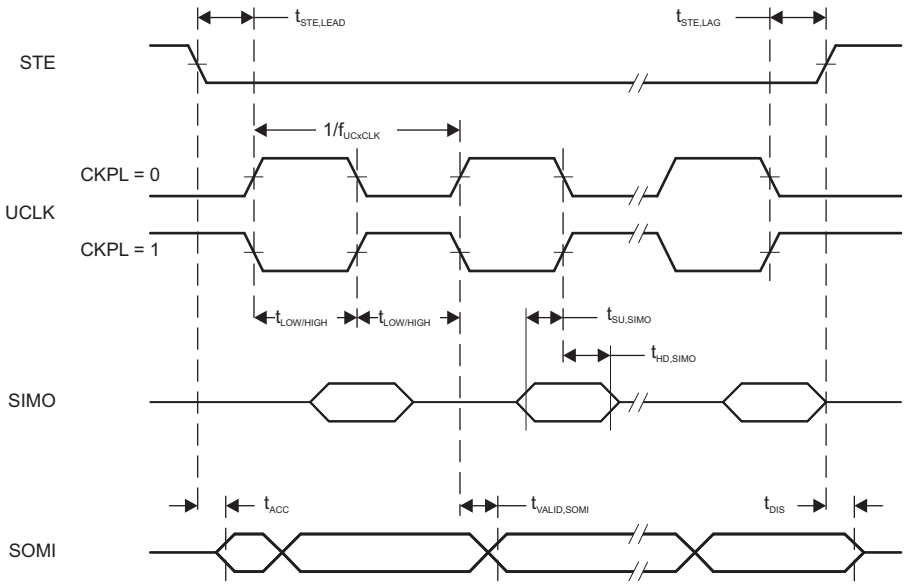
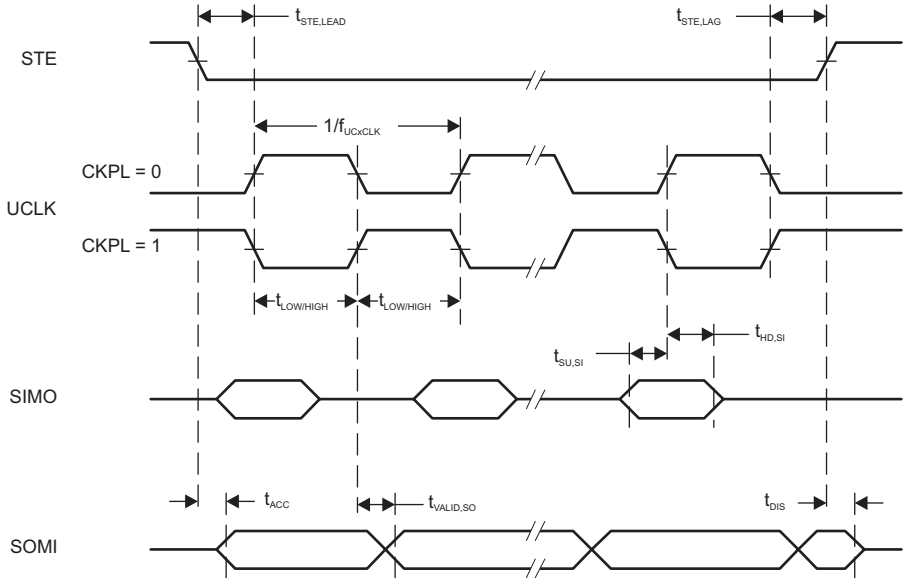

図 5-13. SPI Slave Mode, CKPH = 0
図 5-14. SPI Slave Mode, CKPH = 1
(2) Specifies the time to drive the next valid data to the SOMI output after the output changing UCLK clock edge. See the timing diagrams in 図 5-13 and 図 5-14.
(3) Specifies how long data on the SOMI output is valid after the output changing UCLK clock edge. See the timing diagrams in 図 5-13 and 図 5-14.